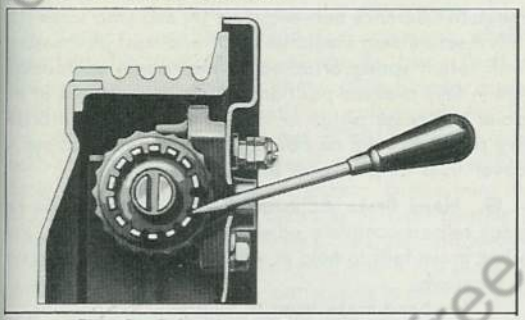

Fig. 5 Front Brake Shoe Adjustment ("Banjo" Type Axle Housing)
3. Insert screw driver or special adjusting tool through adjusting hole in manner shown in Fig. 5. End of screw driver or adjusting tool must firmly engage notches in wheel cylinder adjusting cap.